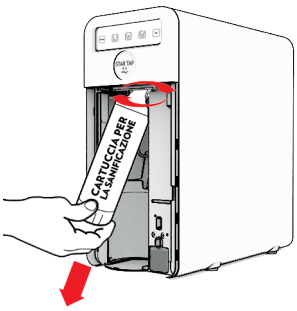

Fig. 2-29
29.12 - Rimuovere la cartuccia ruotandola in senso antiorario fino alla completa estrazione, vedi Fig. 2-29.